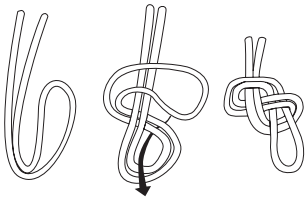

Figuur 4
2. Zodra de eerste persoon/personen de grond hebben bereikt en zijn losgemaakt, kan de volgende persoon worden vastgemaakt aan de retourlijn (die dan dus verandert in een reddingslijn), met gebruikmaking van de karabijnhaak aan het uiteinde (als alternatief kan er een zg. “achtknoop” worden gemaakt - zie figuur 4 - indien de lengte van de uitrusting niet specifiek voor de locatie bedoeld is, afhankelijk van de lengte van de lijn en de afdaalhoogte).